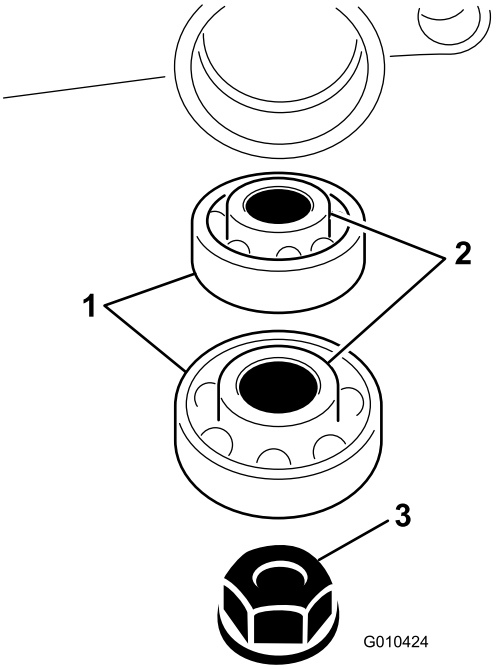

Figura 10
10. Insira os rolamentos no eixo do rastelo na caixa do rastelo (Figura 10).
11. Fixe o eixo do rastelo ao conjunto da caixa do rastelo com uma porca (3/8 pol.), como se mostra na Figura 10.